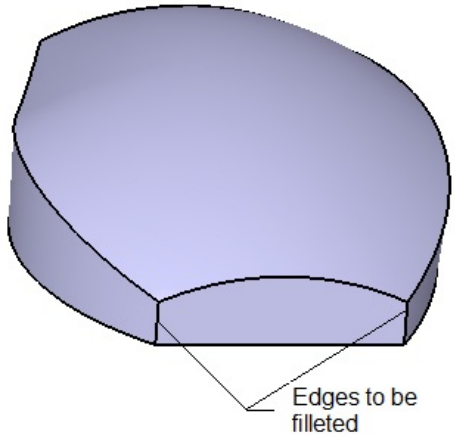

Figure 9-88 *Edges to be filleted*
c. Fillet the edges of the base feature, refer to Figure 9-88 through 9-91.
2. Select the edges, as shown in Figure 9-88, and set the value of the radius to **25** in the **Radius** spinner.